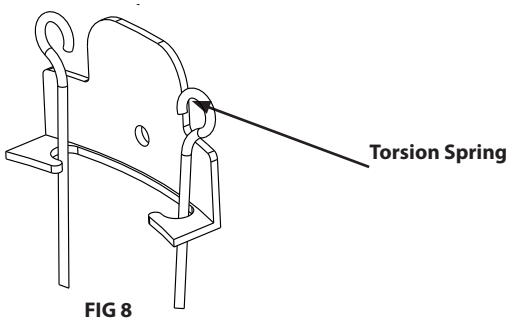

FIG 8
3. For 6" Adjustable and Wallwasher fixtures, squeeze **torsion spring** and guide into the **mounting bracket** in the housing (FIG 8) . The 6" Wallwasher reflector can be rotated to desired orientation after the fixture has been set into the **housing**, as shown in FIG.7. Also make sure that the **reflector** on the **trim** is set away from the **wall** as shown in FIG.9